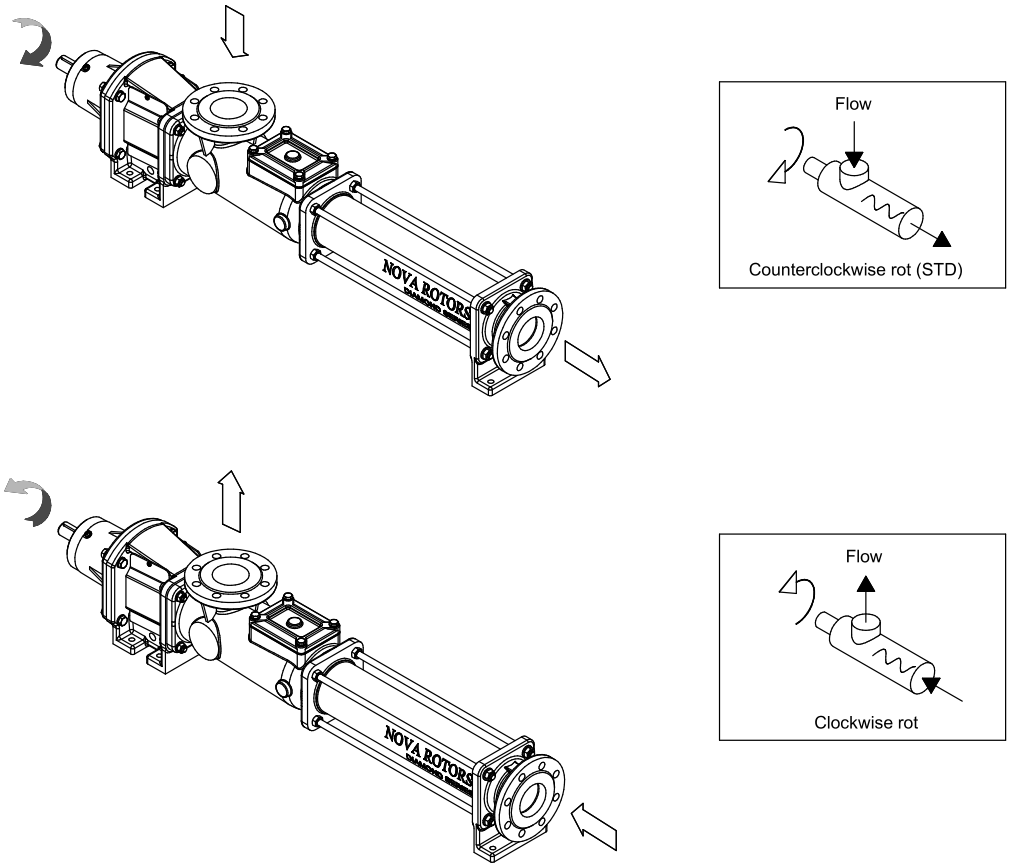

Fig.10 – Verso di rotazione della macchina
Il verso di rotazione della macchina determina la direzione di flusso del fluido **(Fig.10)**.
- verificare la direzione di flusso del fluido **Fig.10**;